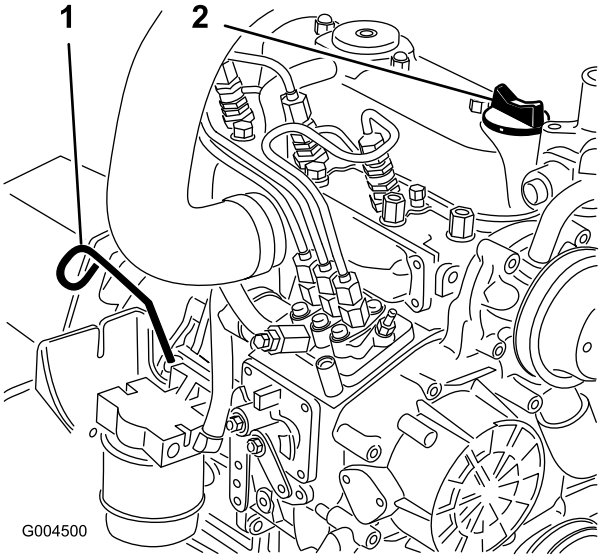

Rysunek 40
3. Wyjmij wskaźnik poziomu (Rysunek 40), wytrzyj go i włóż ponownie. Następnie wyjąć wskaźnik i sprawdzić poziom oleju.
4. Jeśli poziom oleju znajduje się poniżej oznaczenia Full (Pełny), odkręć korek wlewu (Rysunek 40) i dodaj oleju do poziomu sięgającego oznaczenia Full na wskaźniku poziomu.